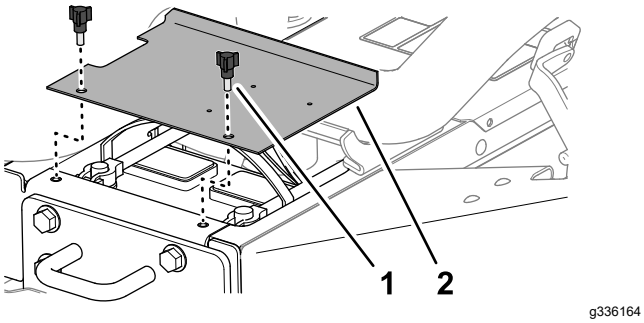

**Figur 53**
1. Lossa spärrarna på vänster och höger sida av motorhuven (Figur 53).